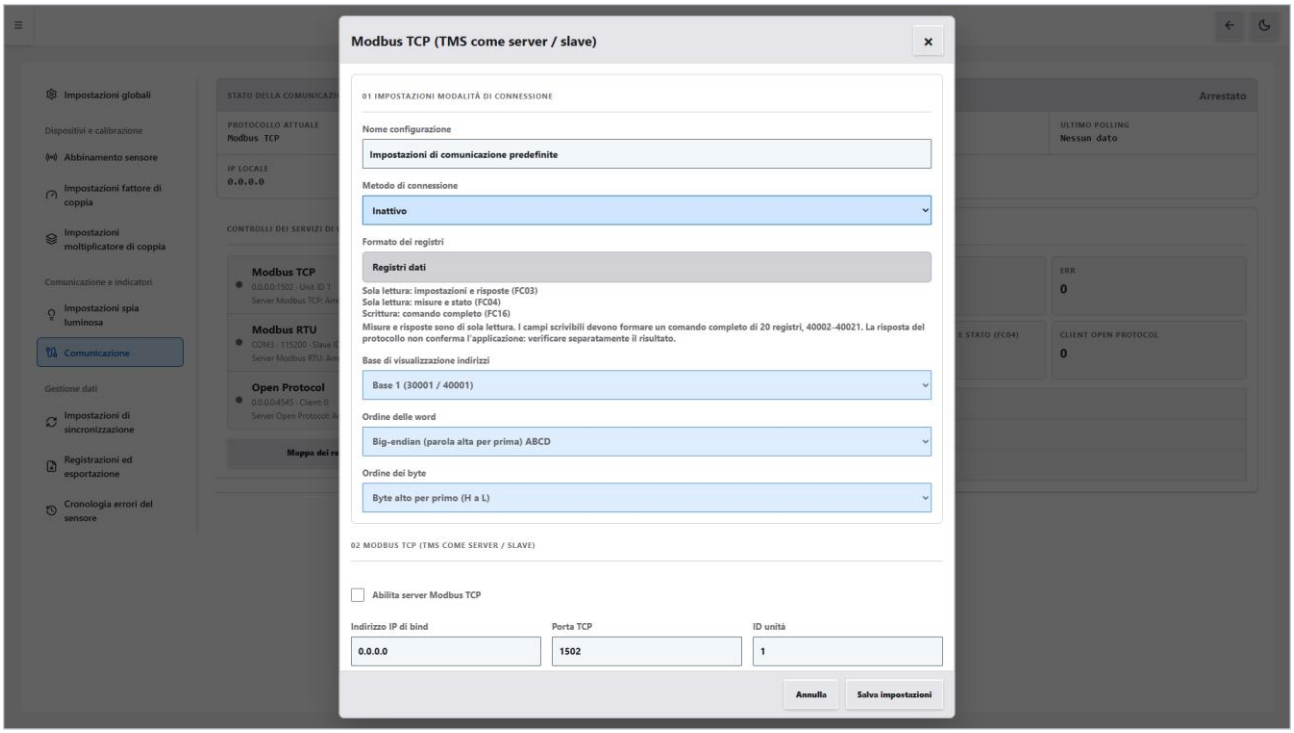

Figura 13-2 Finestra delle impostazioni Modbus TCP
2. In TMS aprire «Comunicazione» e fare clic su ⚙ a destra della riga «Modbus TCP». Si apre la finestra «Modbus TCP (TMS come server / slave)» (vedere la Figura 13-2).